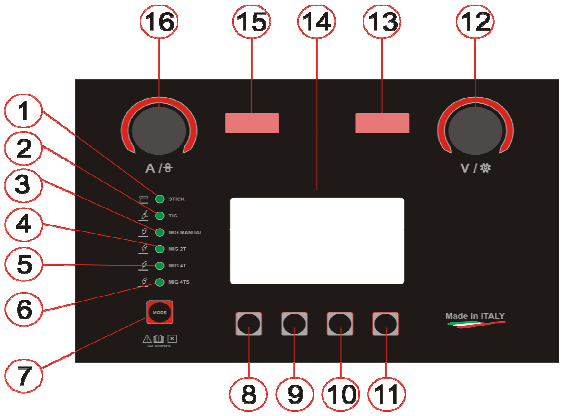

Fig.4
Utiliser le bouton MODE (Fig. 4, réf. 7) pour naviguer dans le menu jusqu'à ce que la LED à côté de STICK s'allume.
1)Appuyer sur le bouton (Fig. 4, réf. 8)
2)Sélectionner la fonction Manuel ou Easy Set à l'aide du bouton (Fig. 4, réf. 9) ou de l'encodeur V/SET
3)Pour activer la fonction sélectionnée, appuyer sur le bouton (Fig. 4, réf. 11)
6)Pour activer la fonction sélectionnée, appuyer sur le bouton **V** (Fig. 4, réf. 11)
8)Sélectionner le type d'électrode à l'aide du bouton (Fig. 4, réf. 11) ou de l'encodeur (Fig. 4, réf. 12)
9)Pour confirmer le choix, appuyer sur le bouton (Fig. 4, réf. 11)
12)Sélectionner la dimension de l'électrode à l'aide du bouton (Fig. 4, réf. 11) ou de l'encodeur (Fig. 4, réf. 12)
13)Pour confirmer le choix, appuyer sur le bouton (Fig. 4, réf. 11)
14)Pour accéder au menu de réglage Arc Force / Hot Start, appuyer sur le bouton (Fig. 4, réf. 9) ;
15)Pour sélectionner Arc Force ou Hot Start, appuyer sur le bouton (Fig. 4, réf. 9)
16)Pour modifier la valeur d'Arc Force ou de Hot Start, tourner l'encodeur (Fig. 4, réf. 12)
17)Appuyer sur le bouton PUL SET (Fig. 4, réf. 10)
19)Pour modifier la valeur de la fréquence de pulsation, tourner l'encodeur (Fig. 4, réf. 12)
20)Appuyer sur le bouton (Fig. 4, réf. 9) pour passer au réglage du Duty Cycle
21)Pour modifier la valeur du Duty Cycle, tourner l'encodeur (Fig. 4, réf. 12)
22)Appuyer sur le bouton (Fig. 4, réf. 9) pour passer au réglage du courant de base.
23)Pour régler la valeur du courant de base, tourner l'encodeur (Fig. 4, réf. 12)
Utiliser le bouton MODE (Fig. 4, réf. 7) pour naviguer dans le menu jusqu'à ce que la LED à côté de 2T s'allume.
Appuyer sur le bouton (Fig. 4, réf. 8) pour accéder au menu de configuration du soudage. Sélectionner le mode de soudage TIG 2T à l'aide du bouton (Fig. 4, réf. 9) ou de l'encodeur (Fig. 4, réf. 12)
2)Sélectionner la fonction AC ou DC à l'aide du bouton (Fig. 4, réf. 9) ou de l'encodeur (Fig. 4, réf. 12)
5)Sélectionner la fonction Standard ou Pulsé à l'aide du bouton (Fig. 4, réf. 9) ou de l'encodeur (Fig. 4, réf. 12)
8)Sélectionner LIFT TRIGGER, HF ou LIFT PIPE SMART à l'aide du bouton (Fig. 4, réf. 9) ou de l'encodeur (Fig. 4, réf. 12)